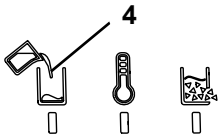

Fig. 12
- ♦ El indicador "Calentando / Listo para usar" (5, Fig. 12) está apagado.